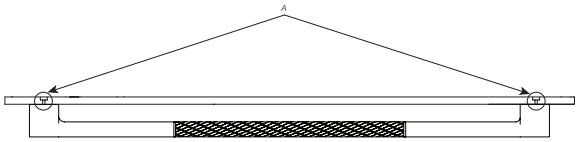

Figure 8 - Cross sectional view
1. Clearance is required for the handle fasteners on the backside of the panel. Flip the panel over to reveal the backside of the panel. Using a 3/4" forstner bit, drill a 1/4" (7 mm) deep counterbore at the left and right hole locations as shown in Figure 8 - Detail X.
2. Drill a 5/16" (8.3 mm) hole at the left and right locations as shown in Figure 8 - Detail X.